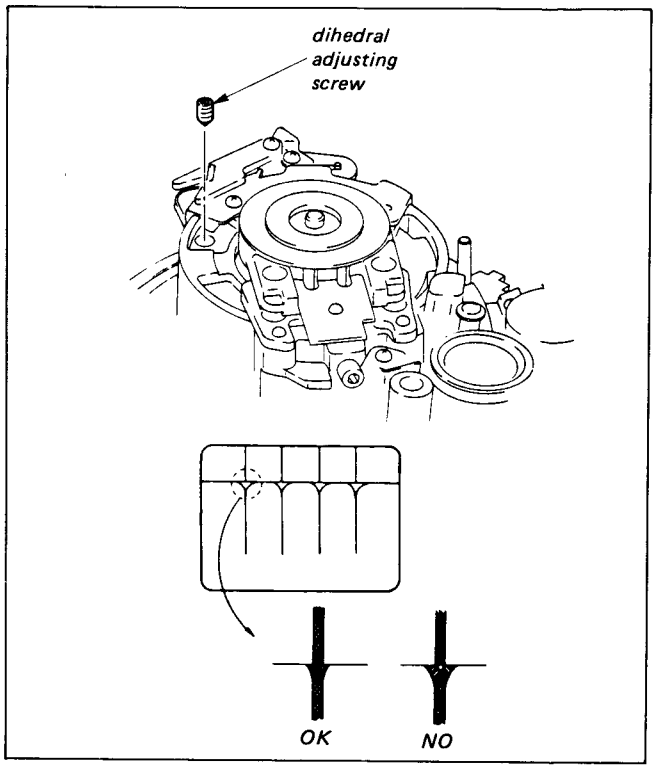
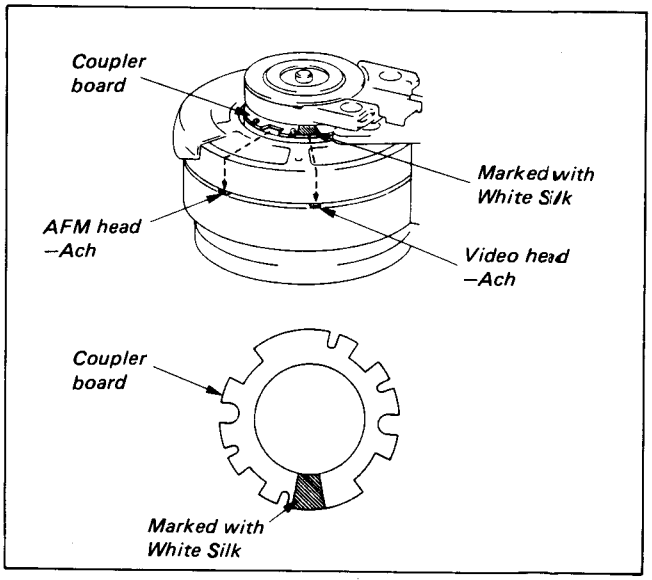

Fig. 3-10 Video head dihedral adjustment (1)
Fig. 3-11 Video head dihedral adjustment (2)
1) Insert the two dihedral adjusting screws (Jig Ref. No. J-10) into the adjusting screw holes on both sides of the video head –Ach (see Fig. 3-11) so that the tops of the adjusting screws flush with the upper face of the video head disk as shown in Fig. 3-10. (If screwing in is not sufficient, the video head disk does not rotate as the heads of the adjusting screws ram the upper drum. Conversely, if screwed in more than necessary, the head base is moved, and video head dihedral adjustment becomes very inaccurate.)
Be most careful the head under the part on the coupler board that is marked with white silk is the video head –Ach. The side marked b with white silk is the reference side. Never move it. (See Fig. 3-11.)
2) Apply jig (J-2) vertically to the capstan motor shaft and the no. 8 guide sleeve, as shown in Fig. 3-10.
4) Apply the jig to the capstan motor shaft and the no. 10 guide shaft of the pinch arm assembly in the vertical attitude as shown in Fig. 3-11.
6) Apply the jig again as shown in Fig. 3-10, and check the verticality of the capstan motor shaft. If it is not accurately vertical, repeat the processes from 3).